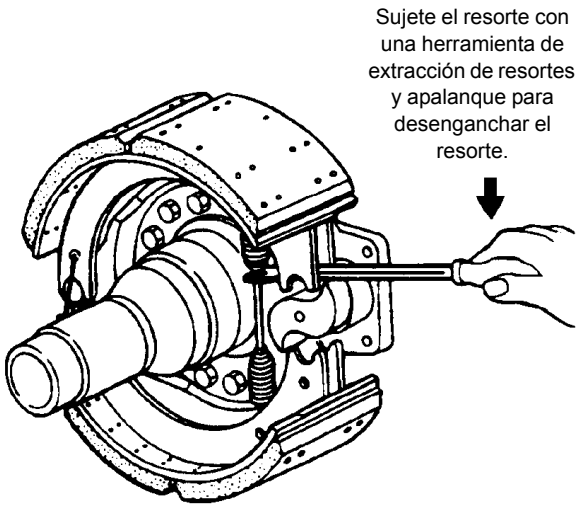

FIGURA 8-18
10. Si los resortes están conectados por un poste de resorte (collar), empuje el extremo de leva de la zapata superior hacia la leva. De otro modo, empuje el extremo de leva de ambas zapatas hacia la leva. Con una herramienta de extracción de resortes, sujete el resorte y apalanque para desenganchar el resorte de retorno de la zapata superior (vea la Figura 8-18). Retire el resorte y desé-chelo.